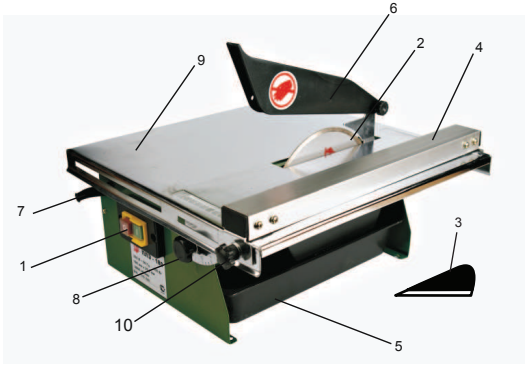

рис. 1
4.1 Общий вид плиткореза представлен на рис. 1:
6.16 Запуск плиткореза осуществляется путём нажатия на выключатель **1** (рис. 1).